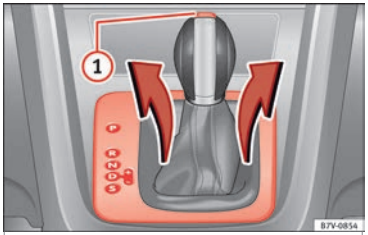

Afb. 49 Verwijder de bekleding van de versnellingsindicator.
- Trek de afdekking naar boven aan de stofhoes van de keuzehendel ››› **afb. 49**.
- Druk op de knop voor vergrendeling ››› **afb. 49** (1) op de bovenzijde van de keuzehendel en plaats de hendel in de positie **N**.